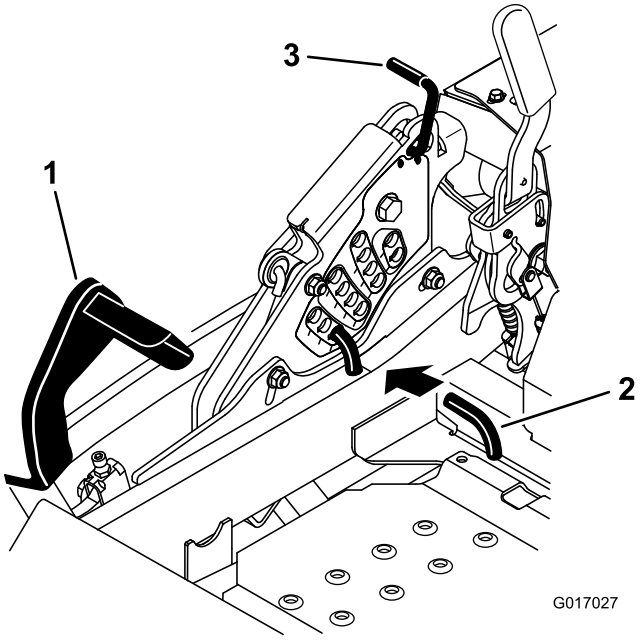

Figura 84
5. Empuje el pedal de elevación de la carcasa hacia delante del todo; la carcasa se enganchará en la posición de transporte de 14 cm (Figura 84).